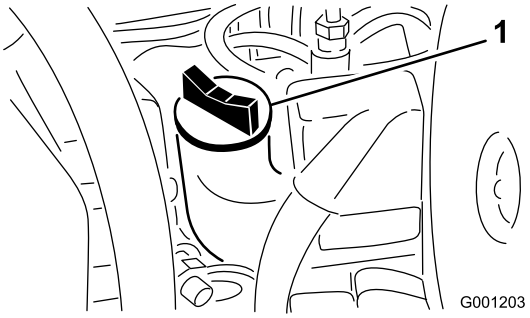

**Figuur 23**
3. Als het oliepeil beneden de Vol-markering staat, verwijdert u de vuldop (Figuur 23) en vult u bij met olie totdat het oliepeil de Vol-markering op de peilstok bereikt. **Niet te vol vullen.**.